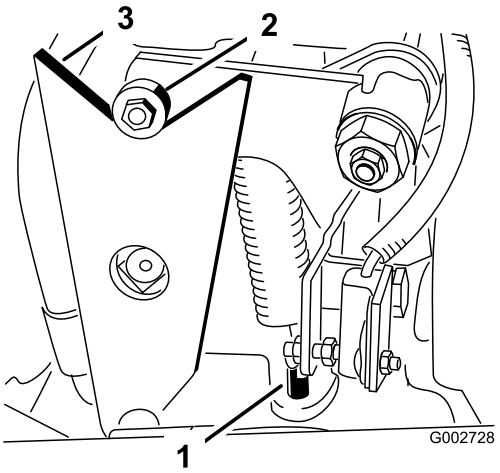

Figur 42
- Hvis hjulene roterer i riktig retning, stopp motoren og juster låsemutteren for fjærtappen (Figur 42). Juster trekkpedalens nøytrale stilling. Se Justere trekkdrivet for nøytral.